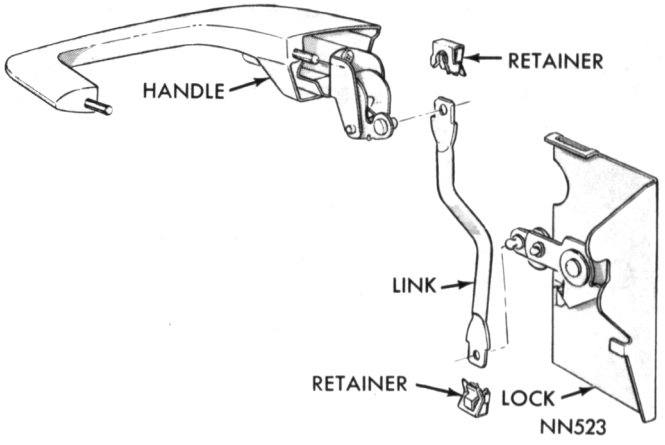

Fig. 23—Front Door Handle
(1) With door glass in up position, remove door handle attaching nuts from mounting studs (Fig. 23) and link from handle to lock.
(2) Lift handle up and remove from door.